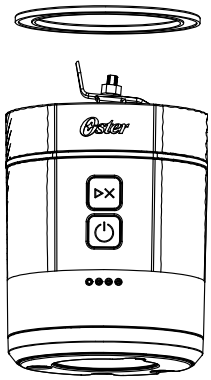

Figure 7
- Assurez-vous que le joint en silicone est inséré dans la base du moteur (figure 7), et que la surface plate du joint en silicone est orientée vers le haut.